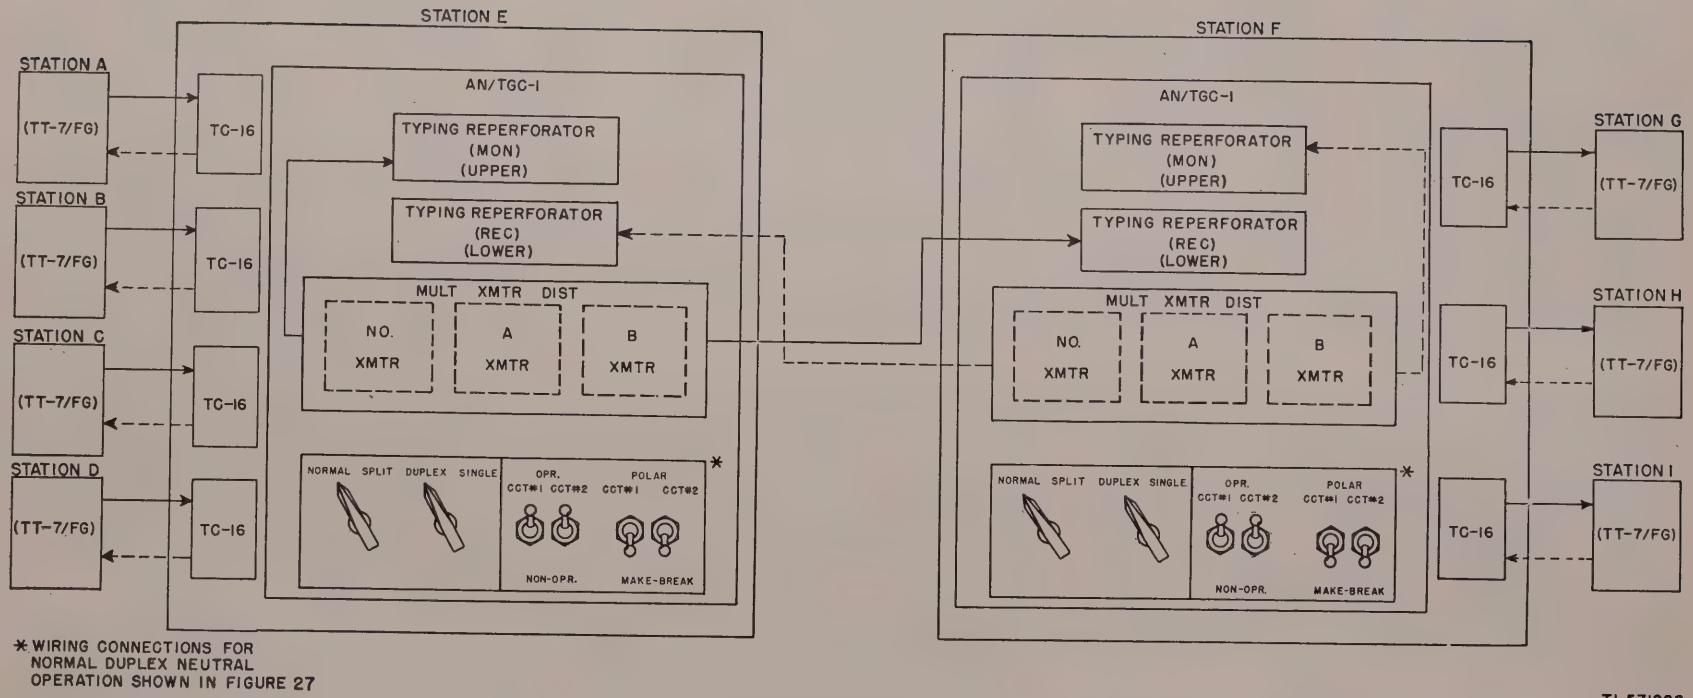

Figure 6. Teletypewriter Sets AN/TGC–1, typical system application, using normal duplex make-and-break operation
b. A typical arrangement of the AN/TGC–1 (or AN/TGC–1A) is shown in figure 6. Outlying stations A, B, C, and D (teletypewriters TT–7/FG, or similar teletypewriter equipment) send messages to station E for transmission to other stations within the net. Messages are received at station E on Teletypewriter Sets TC–16, or similar teletypewriter sets, and are retransmitted by the AN/TGC–1 (or AN/TGC–1A). Messages are received at station F on the AN/TGC–1 (or AN/TGC–1A) and retransmitted to outlying stations G, H, and I over Teletypewriter Sets TC–16 or similar teletypewriter equipment.
c. The type of operation desired determines the application of Teletypewriter Set AN/TGC–1 (or AN/TGC–1A). Application of these teletypewriter sets for different types of operation is described in paragraphs 7 through 12 and illustrated in figures 6 through 11. In the illustrations, transmission in one direction is indicated by unbroken lines, transmission in the other direction by broken lines; arrows indicate the direction of transmission. The diagrams are prepared on a single-line basis, each line representing one circuit (a circuit is considered to be two-wire or single-wire with ground return). For the purpose of illustrating the application of teletypewriter sets, single-unit application is shown.
7. Application for Normal Duplex Make-and-Break (Neutral) Operation (fig. 6)
b. Figure 6 illustrates the application of teletypewriter sets for normal duplex make-and-break operation over two external circuits. The facilities provided by Teletypewriter Set AN/TGC–1 permit station E to receive messages from station F and at the same time to transmit to station F. The monitoring (upper) typing reperforator of the teletypewriter sets provides a copy of all messages transmitted.